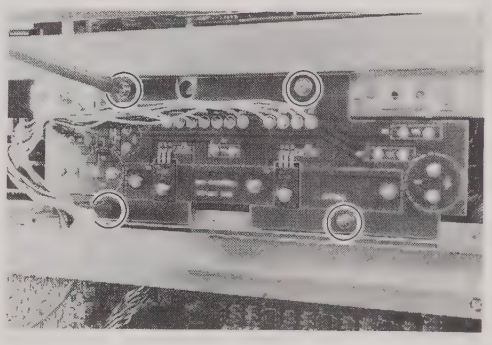

Fig. 5-2
3. Remove SUBDRIVER PCBA by two 5.5mm (0.22in) nuts and 2 screws. (See Fig. 5-2)